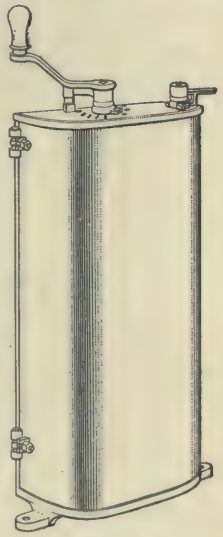
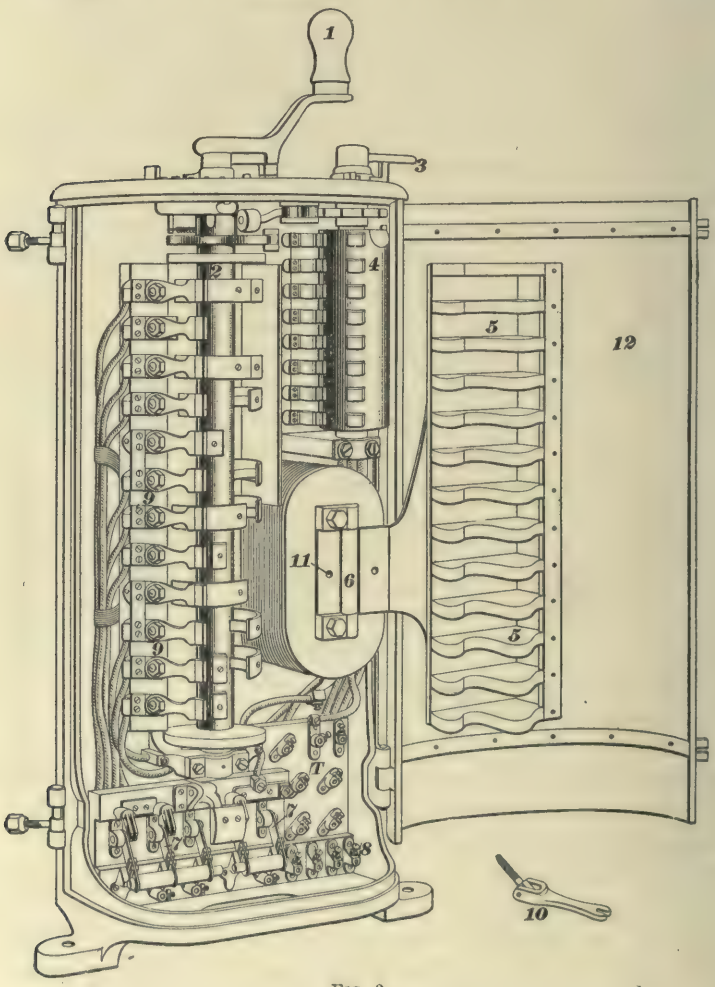

FIG. 2.
FIG. 3.
**3. General Description.**—The K2 controller is used on motors of 35 horsepower or under, and has nine notches. There are more positions than this, but only nine of them are marked, and the mechanism of the controller is so fixed that the handle cannot be easily made to rest anywhere except on a marked notch. This is done so that the drum will not hang between notches and cause burning inside the controller. Fig. 2 shows the K2 controller with the door closed as it appears on the end of a car; Fig. 3 shows the door opened so that the inside parts may be seen.
In Fig. 3, *1* is the controller handle that turns the controller or power drum *2*; *3* is the reverse handle that turns the reverse drum *4*; *9*, *9* are the fingers or wipers that make contact with the power drum; *6* is the blow-out magnet that sends lines of force across the arcs at each finger and puts the arcs out. The reverse drum and its fingers have no blow-out coil, because the reverse drum cannot be moved while the current is on, and there is therefore no arc there to put out. *7*, *7* are the cut-out switches by means of which a disabled motor may be cut out; *8* is the connection board into which all wires run from the motors and other devices, as well as the ground and trolley wires. The terminals on the connecting board also connect to the various parts of the controller, as will be shown later in another diagram.